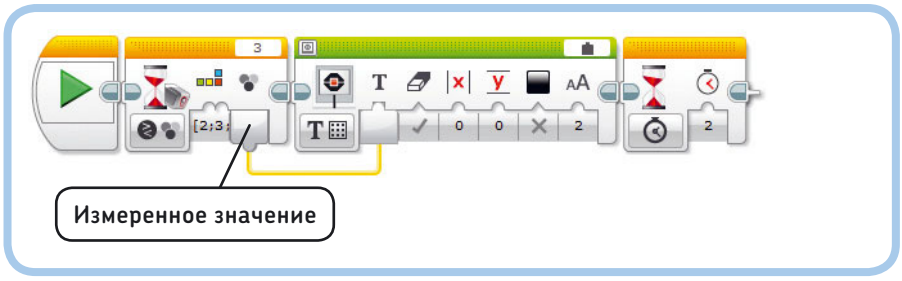

Рис. 14.21. Программа WireWait
Напоминаю, что блок **Ожидание** (Wait) приостанавливает программу до тех пор, пока датчик не зафиксирует определенное пороговое значение или не будет достигнуто определенное условие. Вывод **Измеренное значение** (Measured Value) передает значения, согласно которым блок прекращает ожидание. Например, программа WireWait (рис. 14.21) ожидает, пока датчик цвета обнаружит синий (2), зеленый (3), желтый (4) или красный цвет (5), после чего выводит результат последнего измерения на экран модуля.